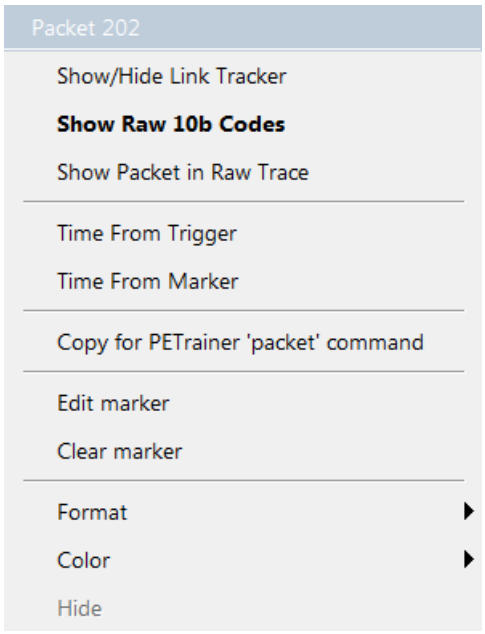

Figure 6.20: Edit Marker Pop-up Menu
1. Right-click the **Packet** field of the desired packet to display a pop-up menu (see Figure 6.20).